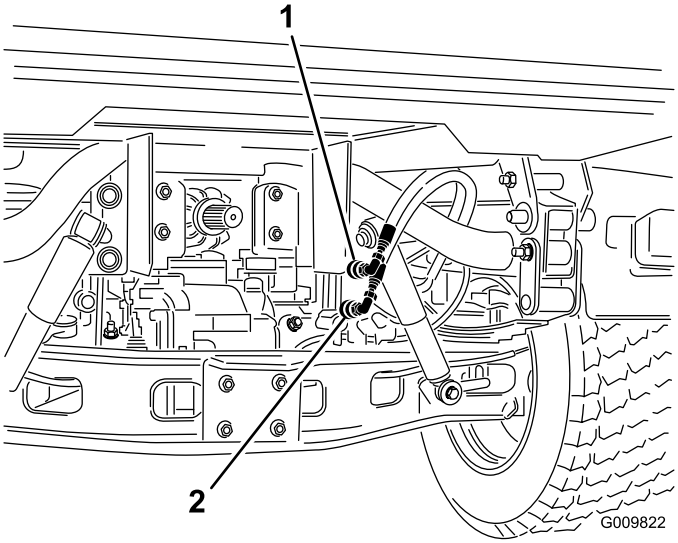

图83
2. 在两台机器上都要从固定至联轴器支架的软管断开 2 个快速联轴器软管图83。